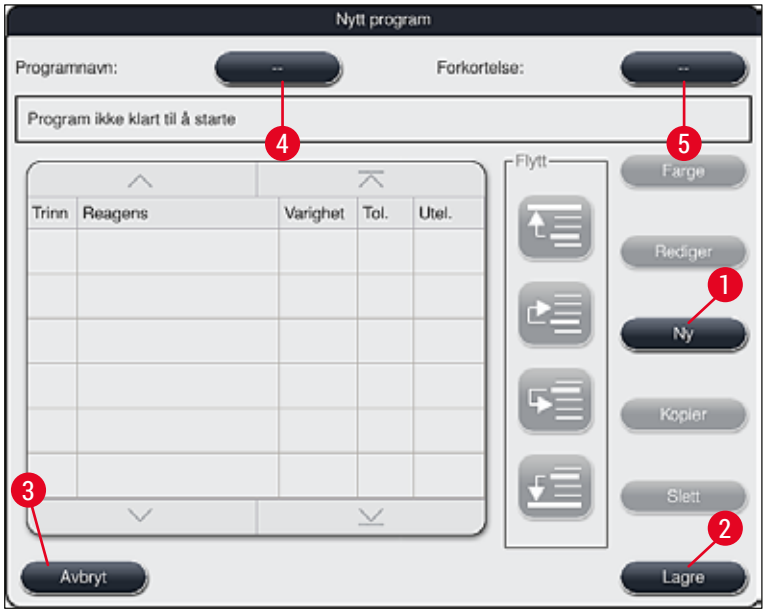

Fig. 46
- Et nytt programvindu åpnes (→ "Fig. 46").
- Dette åpner et vindu (→ "Fig. 46"), hvor du kan opprette det nye programmet.